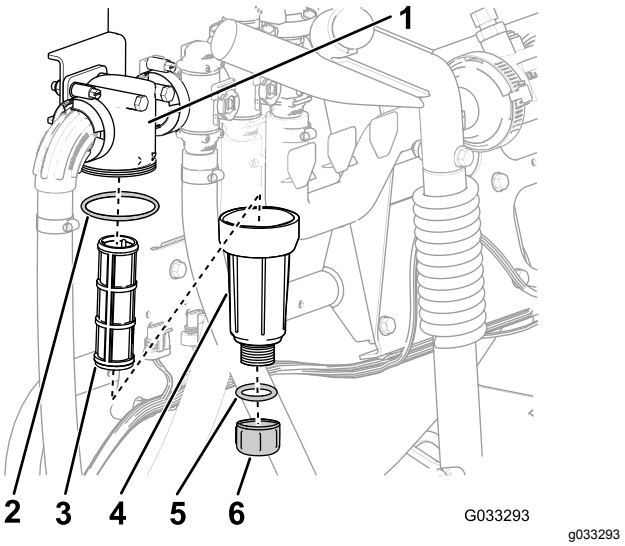

Figur 56
2. Placera ett kärl under tryckfiltret (Figur 56).
3. Vrid avtappningspluggen motsols och ta bort den från tryckfiltrets skål (Figur 56).
4. Vrid skålen motsols och avlägsna den från filterhuvudet (Figur 56).
5. Ta bort det gamla tryckfiltret (Figur 56).
6. Kontrollera att avtappningspluggens o-ring (sitter på insidan av skålen) och skålens o-ring (sitter på filterhuvudets insida) inte är slitna eller skadade (Figur 56).
7. Montera det nya tryckfiltret i filterhuvudet (Figur 56).
8. Montera skålen på filterhuvudet för hand (Figur 56).
9. Montera pluggen i skålen för hand (Figur 56).